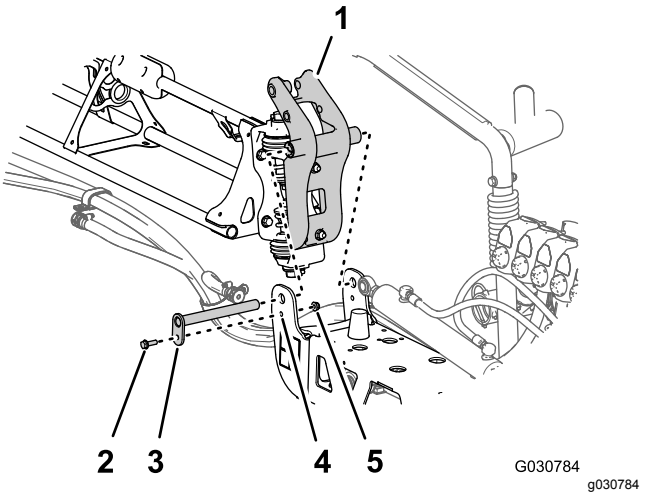

Figur 100
3. Rikta in bussningarna i svängkopplingen med hålen i flänsarna på tappfästet i änden av centersprutrampssektionen (Figur 100).